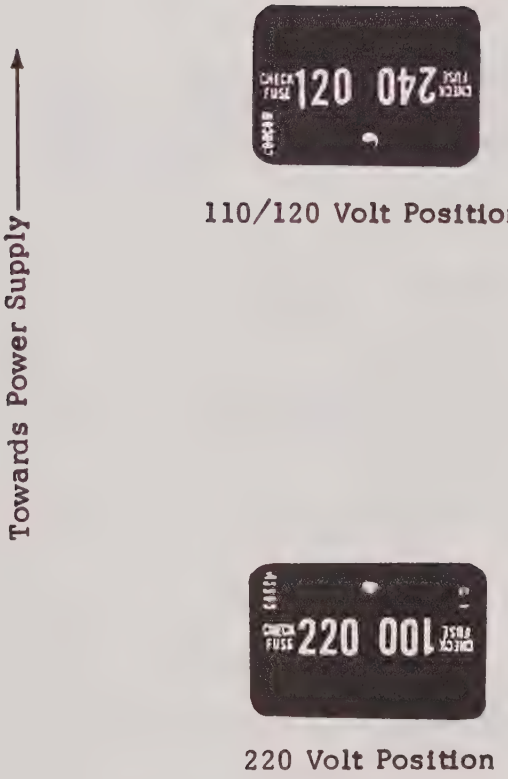

Figure 2-1. Power Conversion Card Positions
When the power conversion card is located, the number 120 can be read right side up. (See figure 2-1).
6) Rotate the power conversion card and flip it over so the number 220 can be read right side up. (See figure 2-1).